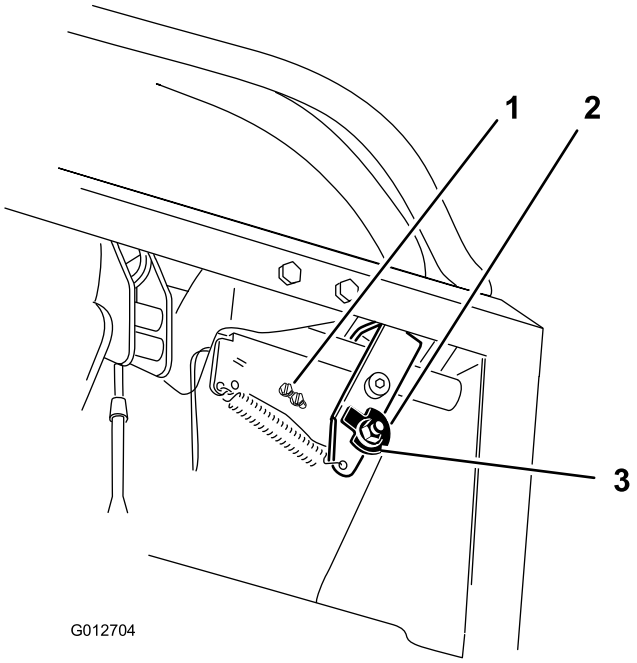
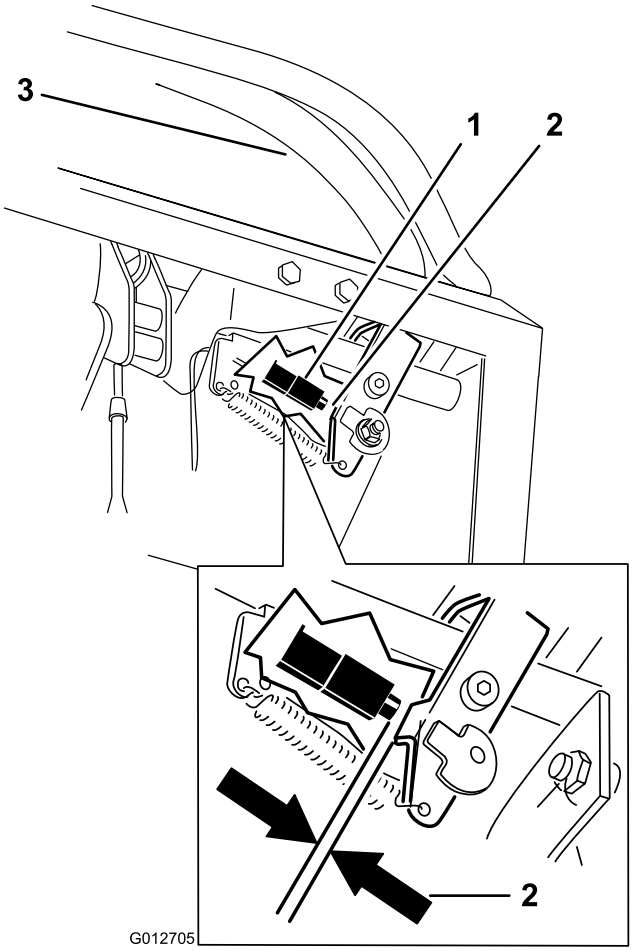

**Figur 70**
**Figur 71**
7. Løsne mutteren som holder kammen (Figur 70).
10. Kontroller mellomrommet mellom kontrollspaken og bryteren som vist i Figur 71. Mellomrommet må være på 3 mm når høyre bevegelseskontrollspak står i nøytral, ulåst stilling.
11. Hvis nødvendig, løsne skruene som holder bryteren og juster bryteren (Figur 70 og Figur 71).